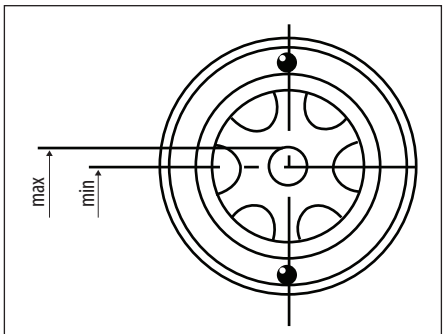

FIGURE 9
Fasten drain screw plug (130) and pour lubrication oil into gearbox. Please reference Figure 9 for proper oil level before tightening screw plug (140) with flat washer (141).